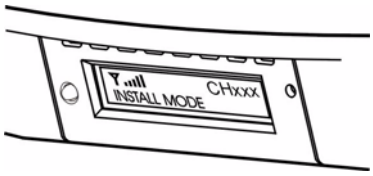

**Figure 6.1: Displayed signal strength.**
**Action**: Look at the signal level indicated on the display on the bottom of the CU each time the green light appears on the DU during alignment. Mount the DU in the location as indicated having the highest signal level. Figure 6.1:"Displayed signal strength." below shows an example of the signal strength display.